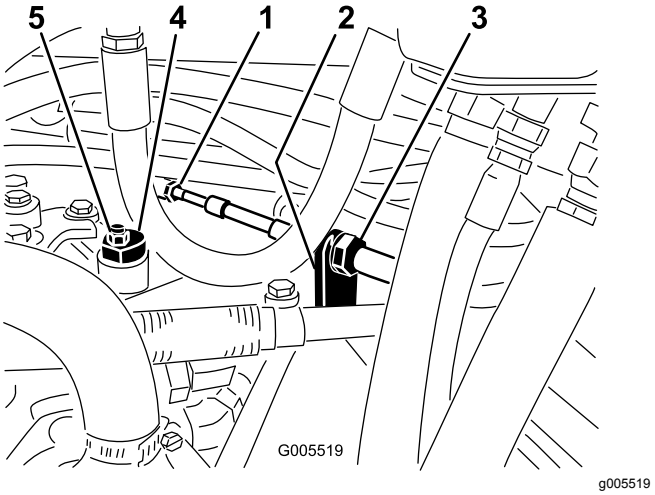

Figuur 53
A. Draai beide contramoeren los waarmee de tractiekabel is bevestigd aan het schutbord op de hydrostaat (Figuur 53). Zorg ervoor dat de contramoeren gelijkmatig en voldoende zijn losgedraaid om afstelling mogelijk te maken.
Opmerking: Draai de moer los waarmee de excentriek is bevestigd aan de bovenkant van de hydrostaat (Figuur 53).
C. Draai aan de excentriek totdat de machine niet meer naar voren of naar achteren kruipt. Als het wielen niet meer draaien, zet u de moer vast waarmee de excentriek en de afstelling worden geborgd (Figuur 53). Controleer de afstelling met de gashendel op LANGZAAM en SNEL.
D. Draai vanaf beide kanten van het schutbord de borgmoeren waarmee de tractiekabel is bevestigd aan het schutbord gelijkmatig vast (Figuur 53). Zorg ervoor dat u de kabel niet verdraait.